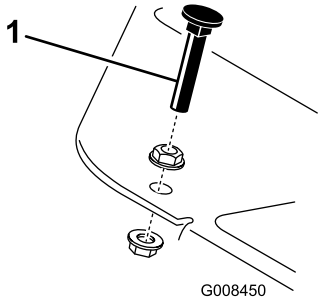

**Figur 43**
Tryck ner bromspedalen. Det behövs en justering om pedalen vidrör stoppet (Figur 43) innan anspänningen känns i kabeln:
1. Lossa låsmuttrarna till huvudskruvarna med fläns som fäster pedalstoppet vid golvplattan (Figur 43).